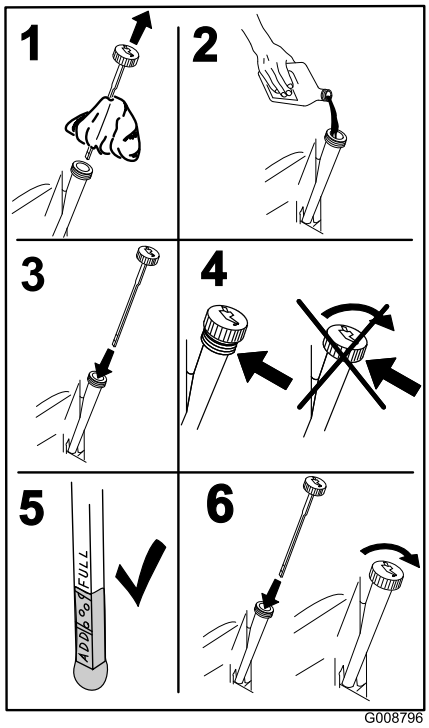

**Figur 52**
5. Hæld langsomt ca. 80 % af den angivne olie i påfyldningsrøret, og tilsæt langsomt ekstra olie, så oliestanden når op til mærket **Full** (fuld) (Figur 52).